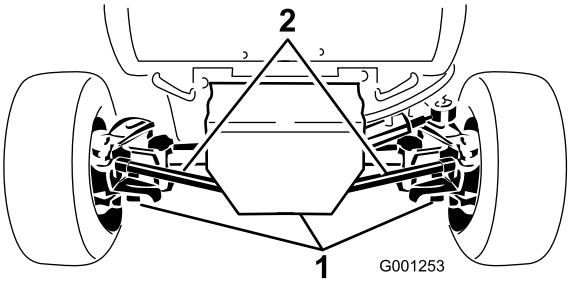

Figur 53
2. Gör rent runt de tre avtappningspluggarna, en på varje ände och en i mitten (Figur 53).